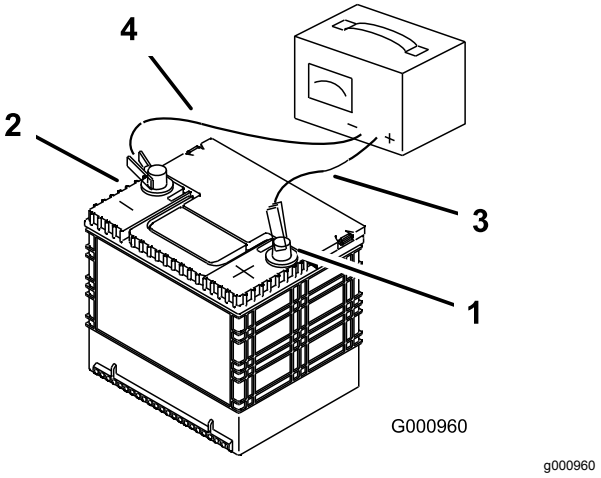

Figur 71
3. Når batteriet er helt oppladet, kobler du laderen fra strømuttaket, og deretter laderledningene fra batteripolene (Figur 71).